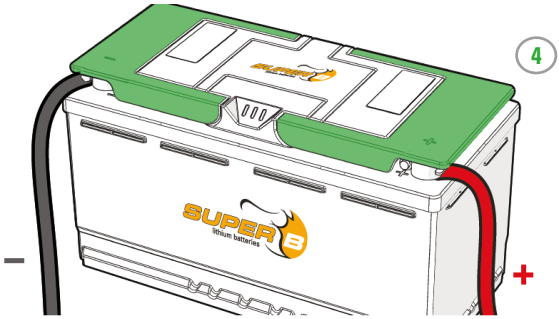

Figura 8. Coloque las tapas de las asas sobre los terminales
4. Coloque las tapas de las asas sobre los terminales. (Figura 8)